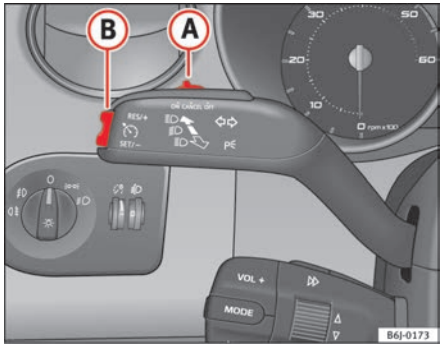

Fig. 105 Indicator and main beam headlight lever: switch and rocker switch for the cruise control
– Press the lower part **SET** of the rocker switch ⇒ fig. 105 (B) once briefly when you have reached the speed you wish to set.